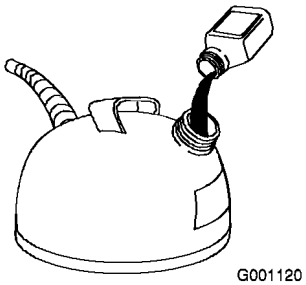

Figure 9
2. Ajoutez de l'huile pour moteur à deux temps en vous reportant au tableau ci-dessous (Figure 9) :